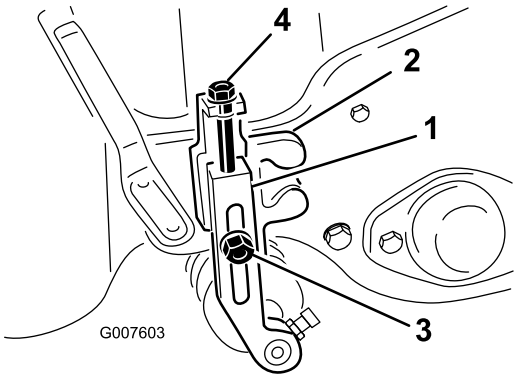

Figur 47
2. Løsne på låsemutrene som holder klippehøydearmen festet til klippehøydebraketten (Figur 47).